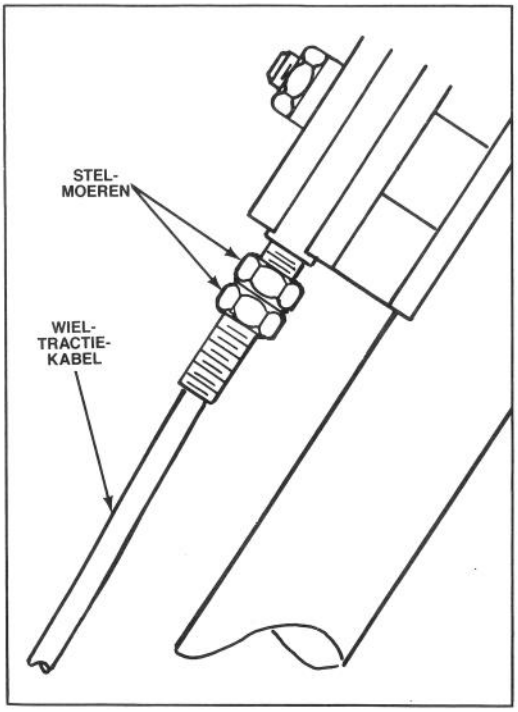

Afbeelding 19
2. Draai de onderste stelmoer van de tractiekabel los (Afb. 19).